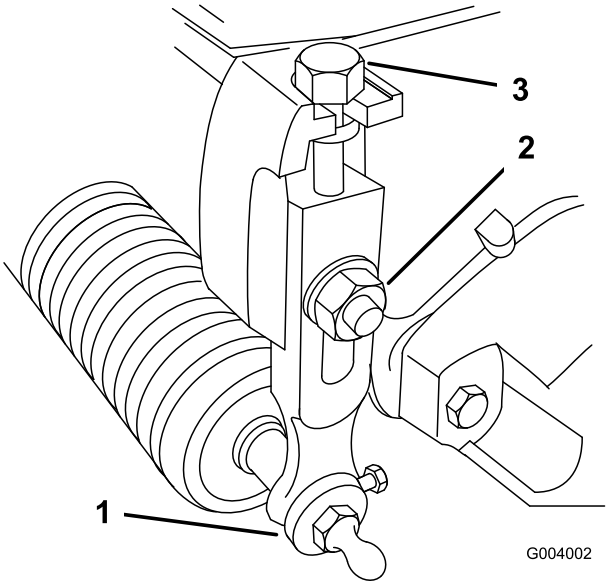

Figuur 14
1. Draai de borgmoeren los waarmee de maaihoogtearmen zijn bevestigd aan de zijplaten van het maaidek (Figuur 14).